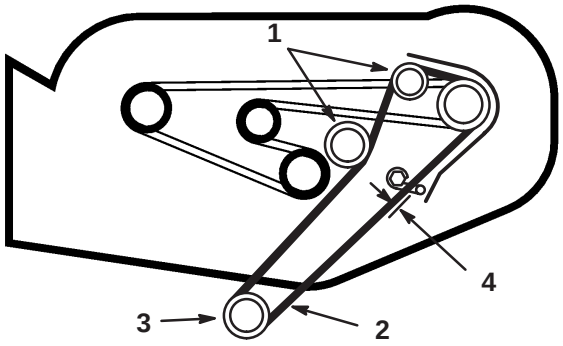

Figure 11
9. Pull on drive belt and rotate onto engine pulley to install (Fig. 11).
10. Adjust belt guide so distance between belt and guide is 1/8” (4 mm) (Fig. 11).